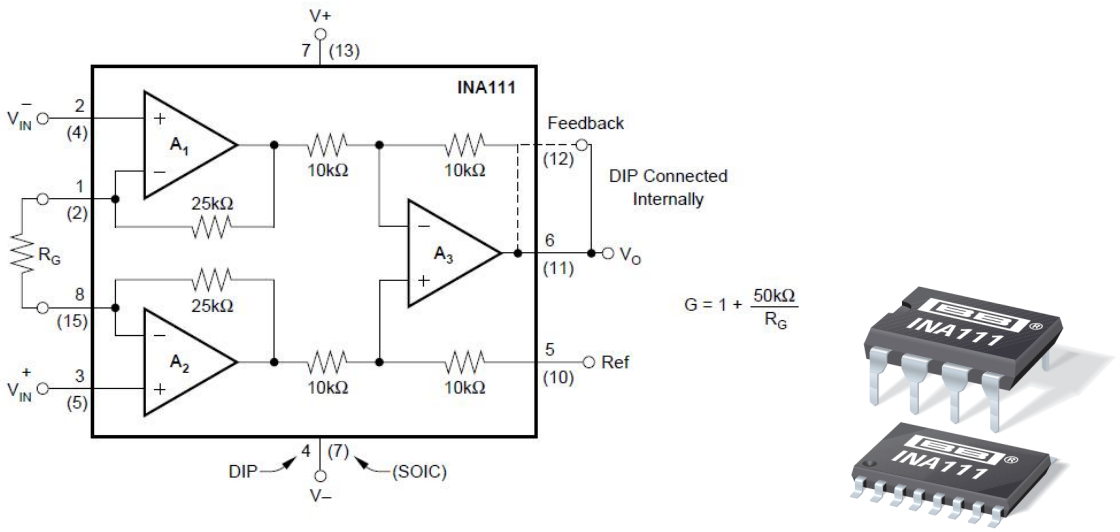

Figura 3: Amplificador de Instrumentación de 3 operacionales (ejemplos: INA111 o AD620)
6. Justifique la ganancia de amplificación del Amplificador de Instrumentación de 3 operacionales que se muestra en la Figura 3. ¿Cómo influye la entrada *Ref* en la tensión de salida? ¿Qué ventajas posee este tipo de amplificadores?
Utilice un RTD ubicado en una de las ramas de un puente de medida, y el amplificador de 3 A.O. que se muestra en la Figura 3.